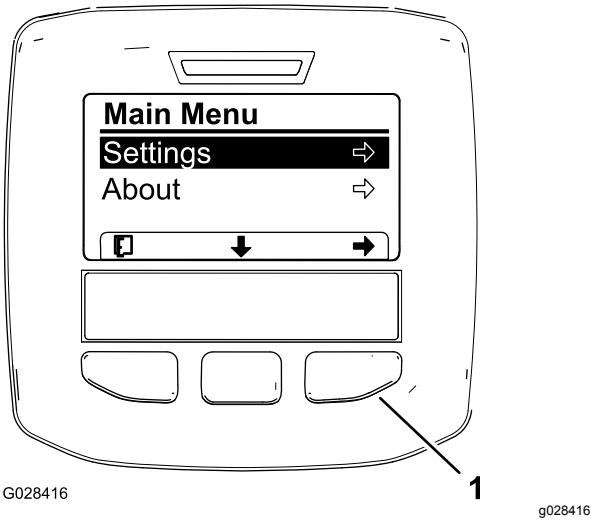
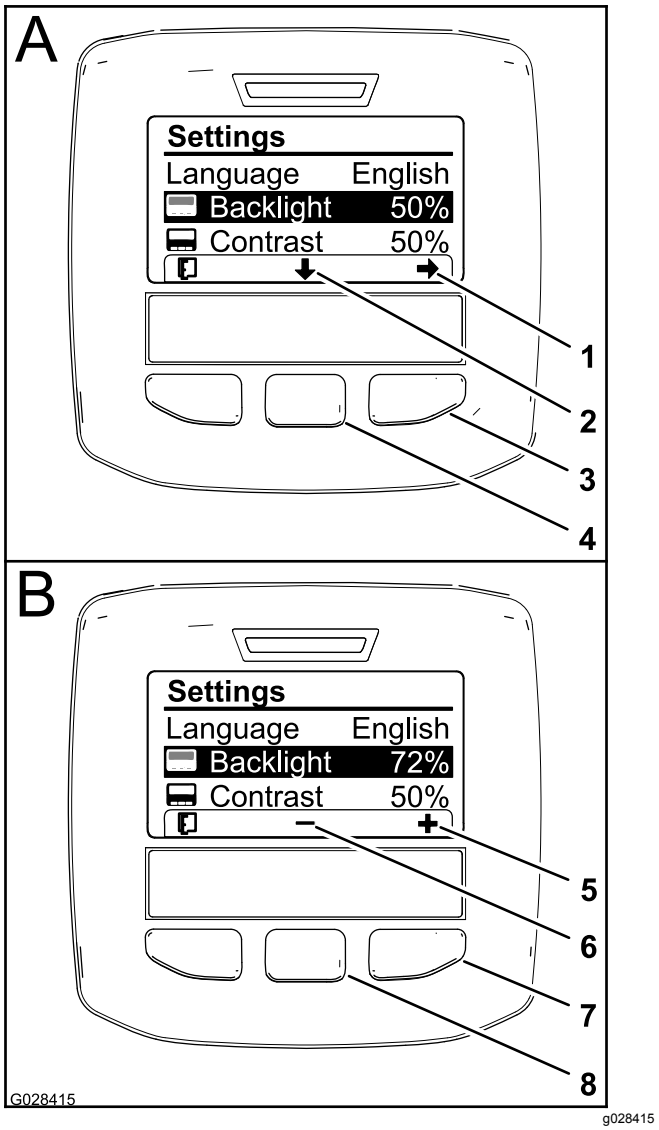

**Figuur 20**
**Figuur 22**
3. Druk op de middelste selectieknop om naar het hoofdmenu te gaan (Figuur 20).
5. Druk op de linker selectieknop om uw selectie(s) te bewaren, het instellingenmenu te verlaten en terug te keren naar het hoofdmenu (Figuur 20).
2. Om de achtergrondverlichting van het scherm te wijzigen, drukt u op de middelste selectieknop (de knop onder de pijl naar beneden op het scherm) en selecteert u de instelling Achtergrondverlichting (Figuur 22).
3. Druk op de rechter selectieknop om de context waarde instellen weer te geven (Figuur 22).
4. U kunt de helderheid van het scherm instellen met de middelste selectieknop en de rechter selectieknop (Figuur 22).
5. Druk op de linker selectieknop (de knop onder het lijstpictogram op het scherm) om uw selectie te bewaren, het menu achtergrondverlichting te verlaten en terug te keren naar het instellingenmenu (Figuur 22).
6. Om het contrast van het scherm te wijzigen, drukt u op de middelste selectieknop (de knop onder de pijl naar beneden op het scherm) en selecteert u de instelling Contrast (Figuur 22).
7. Druk op de rechter selectieknop om de context waarde instellen weer te geven (Figuur 22).
8. Druk op de linker selectieknop (de knop onder het lijstpictogram op het scherm) om uw selectie te bewaren, het menu contrast te verlaten en terug te keren naar het instellingenmenu (Figuur 22).
9. Druk op de linker selectieknop om het instellingenmenu te verlaten en terug te keren naar het hoofdmenu (Figuur 20 en Figuur 22).
10. Druk op de linker selectieknop om terug te keren naar het hoofdscherm (Figuur 22).